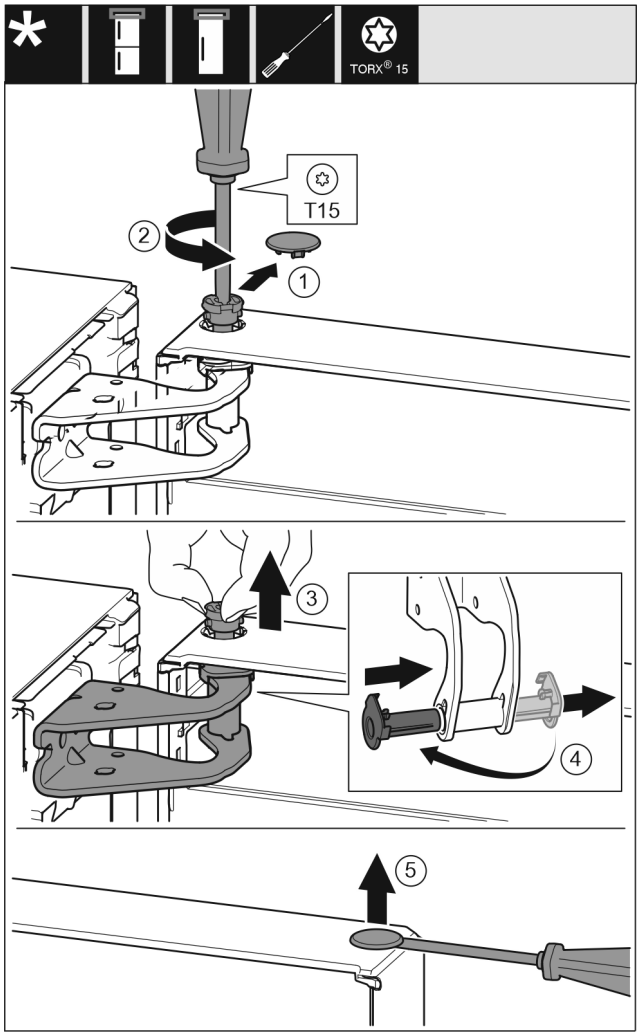

Fig. 13
▶ Sicherungsabdeckung vorsichtig abziehen. *Fig. 13 (1)*
▶ Bolzen mit Schraubendreher T15 ein Stück herausdrehen. *Fig. 13 (2)*
▶ Tür festhalten und Bolzen mit den Fingern herausziehen. *Fig. 13 (3)*
▶ Lagerbuchse aus Führung ziehen. Von der anderen Seite einsetzen und einrasten. *Fig. 13 (4)*
▶ Stopfen aus der Türlagerbuchse vorsichtig mit einem Schlitzschraubendreher anheben und herausziehen. *Fig. 13 (5)*